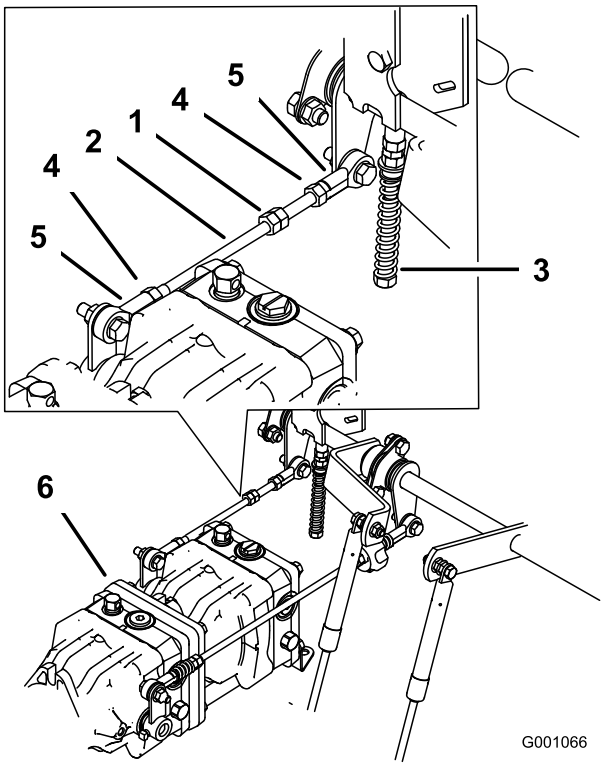

Figuur 76
1. Draai de borgmoeren op de kogelverbinding op de bedieningsstang van de pomp los (Figuur 76).
3. U stelt de lengte van de pompstang af door de dubbele moeren op de stang in de juiste richting te draaien, totdat de het wiel stil staat of iets achteruit kruipt (Figuur 76).
6. Draai de borgmoeren op de kogelverbindingen vast (Figuur 76).